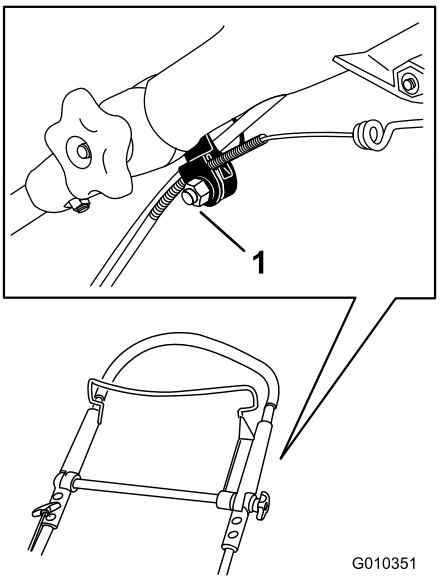

Bild 35
1. Lockern Sie die Mutter an der Kabelhalterung (Bild 35).